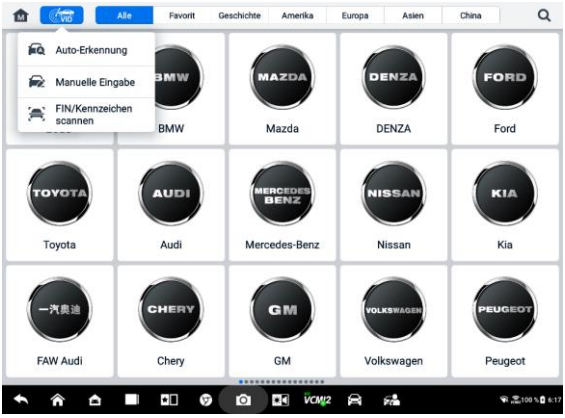

Abbildung 6-6 ***VID-Tastenbildschirm***
2. Tippen Sie auf die **VID-**Schaltfläche in der oberen Symbolleiste (siehe *Abbildung 6-6 VID-Tastenbildschirm*).
Tippen Sie in der Dropdown-Liste auf **VIN/Kennzeichen scannen** (siehe *Abbildung 6-6 VID-Tastenbildschirm*), wird die Kamera geöffnet. Auf der rechten Seite des Bildschirms stehen von oben nach unten drei Optionen zur Verfügung: **Barcode scannen, VIN scannen** und **Kennzeichen scannen.**